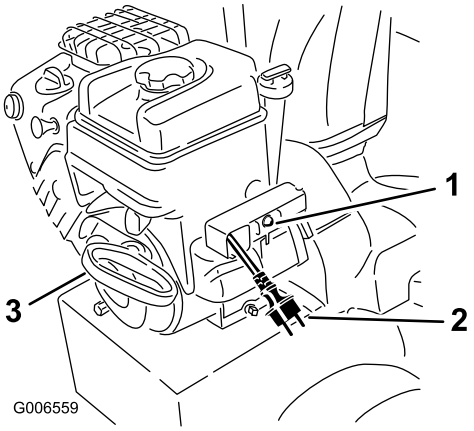

Figur 24
7. Starta snöslungan genom att dra i startsnöret eller trycka på knappen till den elektriska startmotorn (Figur 24).